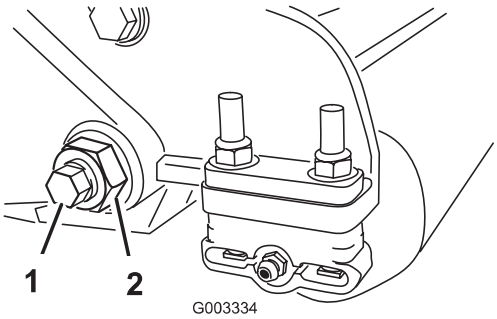
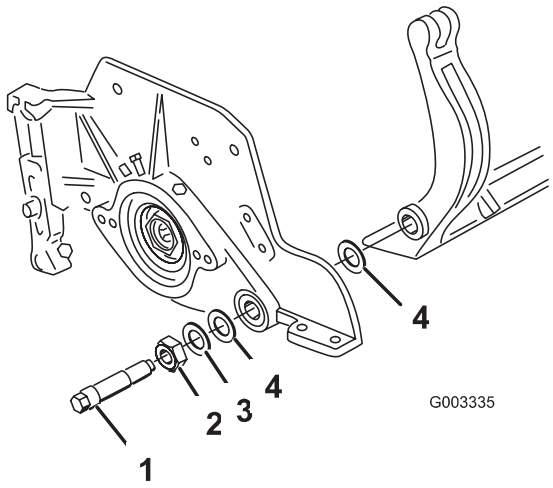

Figure 22
Figure 23
3. On each side of the machine, loosen the locknut securing the bedbar bolt (Fig. 22).
4. Remove each bedbar bolt allowing bedbar to be pulled downward and removed from machine (Fig. 22). Account for 2 nylon and 1 stamped steel washers on each end of bedbar (Fig. 23).
2. Secure bedbar to each side plate with bedbar bolts (nuts on bolts) and 6 washers. A nylon washer is to be positioned on each side of side plate boss. Place a steel washer outside each of the nylon washers (Fig. 23). Torque bedbar bolts to 27–33 ft.-lb. Tighten locknuts until the outside steel washer stops rotating and end play is removed but do not over–tighten or deflect side plates. Washers on inside may have a gap.